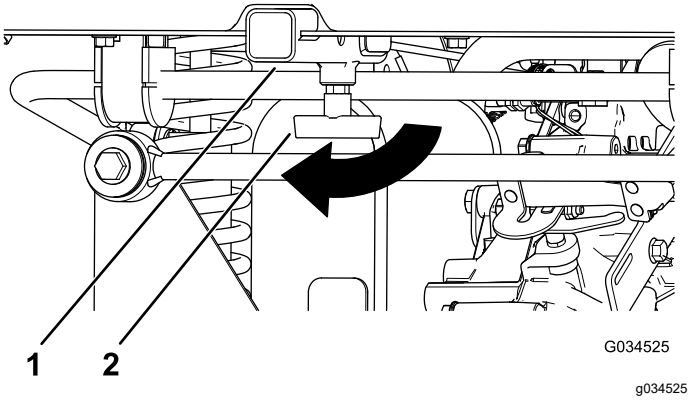

Figur 19
1. Lossa T-handtaget genom att vrida det medurs (Figur 19).
2. För in tillbehöret i mottagaren tills hålen ligger i linje (Figur 19).